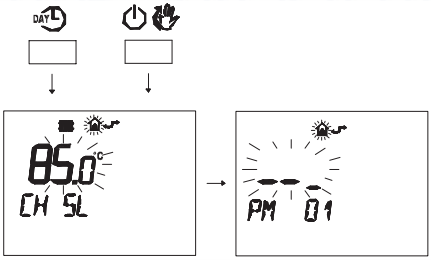

Fig. 7.29
- Press buttons and at the same time to enter transparent programming (Fig. 7.29).